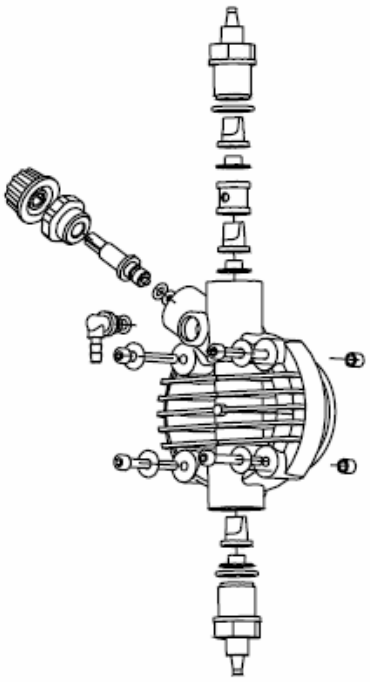

Рис. 12
- Концентрацию реагента в трубопроводе: снижение концентрации может быть вызвано износом клапанов, в случае чего их необходимо заменить (рис. 12) или засором фильтра, который необходимо промыть, как описано ниже в п. 3